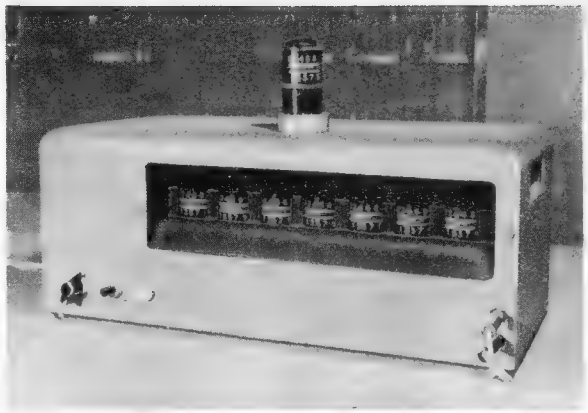

Bild 9. Zählgerät mit Valvo-Zählröhren E 1 T
neue Geräte geschaffen, die auf der Technischen Messe in Hannover viel Beachtung fanden. So zeigte PHILIPS ein betriebsfähiges Zählgerät *(Bild 9)* für bis zu 30 000 Impulse/sec, dessen sieben Dekaden mit der neuen Zählröhre E 1 T bestückt sind. Über Aufbau und Schaltung solcher Zählgeräte berichten wir an anderer Stelle ausführlich. Unter Verwendung der gleichen Valvo-Zählröhren baut die Firma DIPPEL & GÖTZE, Hannover, einen dreistufigen Zähler, der mit oder ohne Fotozelle zur Impulsgabe (auch mit weiteren Zählstufen) lieferbar ist.
3. S. 11, Bild 9: Rö 7 b ist ebenfalls zu schraffieren. Am Gitter von Rö 8 b muß stehen: „A + B + Ü".